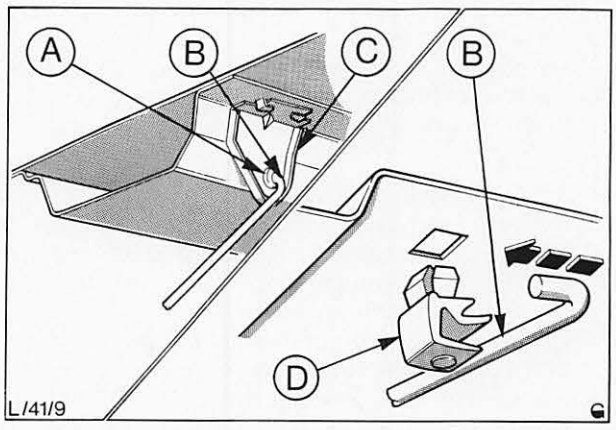

Abb. 31 Stütze – Motorhaube
1. Motorhaube öffnen und sicher abstützen. Freies Ende der Stütze aus der Halteklemme lösen und befestigtes Ende aus der Halteöffnung aushängen, Abb. 31.